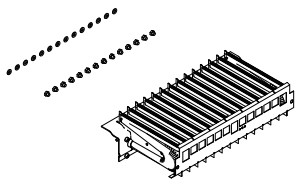

Рис. 4.7
- С помощью торцевого или обычного гаечного ключа снимите форсунки и шайбы и замените их на те, что входят в комплект для работы на другом газе (рис. 4.7).